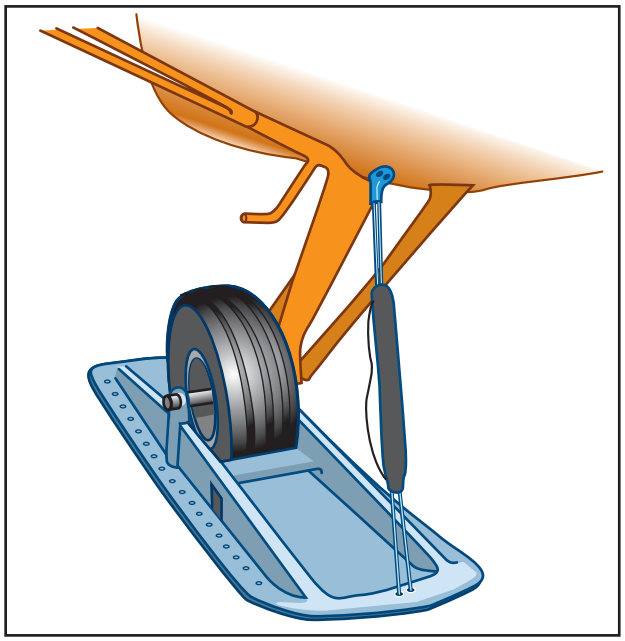

**Figure 7-3. Penetration ski.**
- **Penetration Ski—**The wheel extends down partially below the ski, allowing the skiplane to operate from both snow and non-snow surfaces. This type of ski gives poor ground clearance on non-snow surfaces and causes extra drag when on snow. [Figure 7-3]